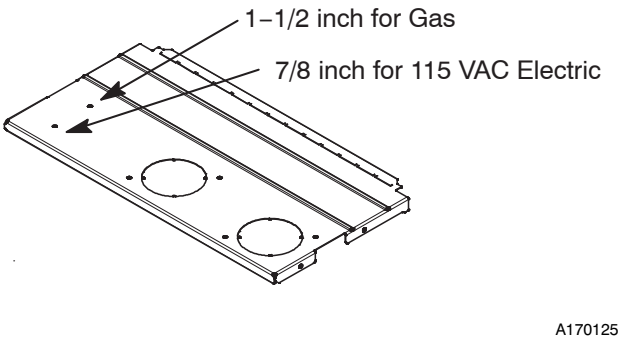

Fig. 34 – Alternate Gas and Electric Entry
NOTE: Check to ensure that external electrical box does not interfere with duct work, gas piping or the indoor coil drain. See Fig. 34 for alternate electric entry through top panel.
1. Drill two (2) 1/8–in. (3 mm) pilot holes through the dimples in the furnace casing near the 7/8–in. knock–out on the side of the casing. Do not remove the knock–out in the side of the casing.
9. Connect field power and neutral leads to furnace power leads inside the external electrical box as shown in Fig. 34.